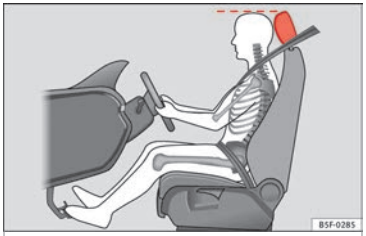

Fig. 75 Correct head restraint position for the driver.
– Adjust the head restraint so that its upper edge is at the same level as the top of your head, or as close as possible to the same level as the top of your head ››› Fig. 75.